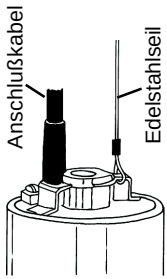

Bild 2
- Befestigen Sie das Edelstahlseil des ”Revisions-Set Tauchpumpe” (Als Zubehör erhältlich) mittels der Seilklemmen an dem Bügel der Combipress, siehe Bild 2.